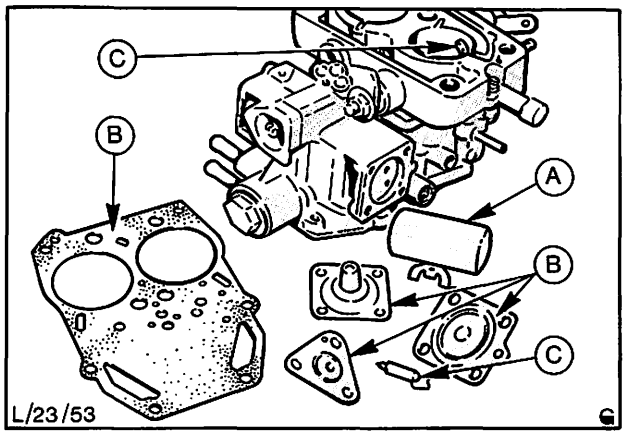

Abb. 111 Zu prüfende Teile
10. Vergasergehäuse und Einzelteile überprüfen. Abb. 111 zeigt die wichtigsten Teile, die überprüft werden sollen: